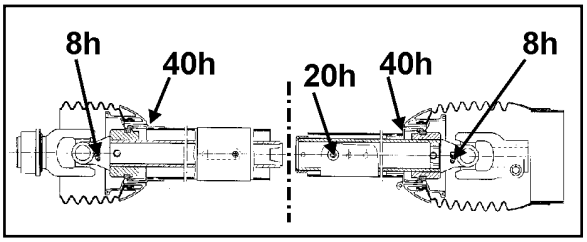

Fig. 81
2. Federn (Fig. 81/1) durch Lösen der Muttern (Fig. 81/2) entlasten.